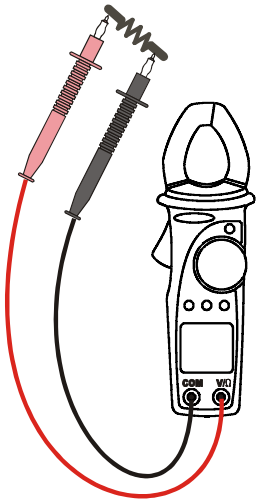

Fig. 8: Medição de resistências e da continuidade.
3. Colocar as ponteiras nos pontos pretendidos do circuito em exame (ver Fig. 8). O valor da resistência é apresentado no display.